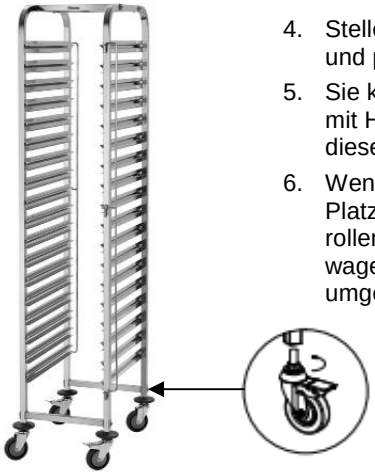

Abb. 3
5. Sie können die Nivellierung des Abräumwagens mit Hilfe der Lenkrollen vornehmen, indem Sie diese ein- oder ausdrehen (**Abb. 3**).